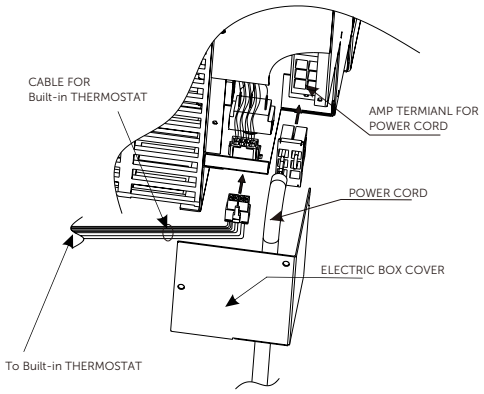

Fig. 1: Cable Connection
1. Remove junction box cover by moving three screws. See Fig. 1.
2. Connect accessory power cord to unit. See Fig. 1.
3. Use wire clamp to attach power cord and cable for built-in thermostat to base pan, See Fig. 1.
Connect the built-in thermostat cable with the chassis as Fig. 1.